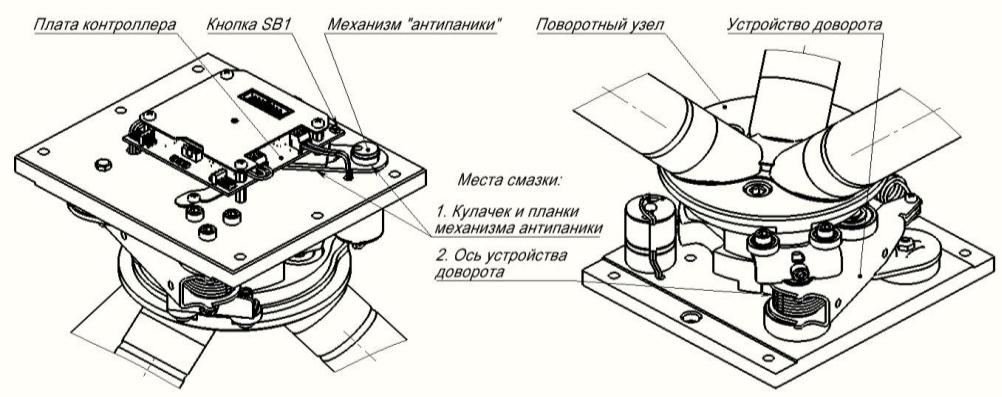

Рис.8 Расположение узлов и деталей трения. Места смазки
- выполните смазку следующих узлов трения (см. рис.8), смазка – «Литол» или аналогичная: